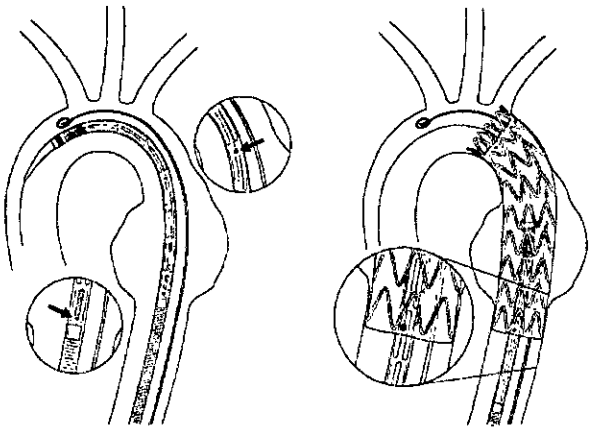

Figura 6. Confirmación de la posición de la endoprótesis
2. Cuando coloque la endoprótesis, compruebe que las marcas radiopacas proximales se encuentran en el lugar deseado (Figura 6). La colocación del extremo distal se comprueba asegurándose de que las marcas distales se encuentran en el lugar deseado. Pueden implantarse endoprótesis adicionales para prolongar la longitud de cobertura y excluir la lesión. Si desea más información, consulte la sección "Implantación de configuraciones adicionales".